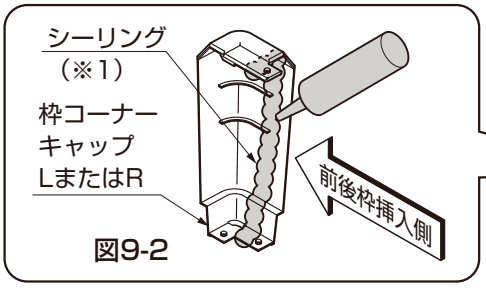

図9-2
①（前後枠を挿入する側の）枠コーナキャップ内側に、シーリングをしてください。（図9-2参照）